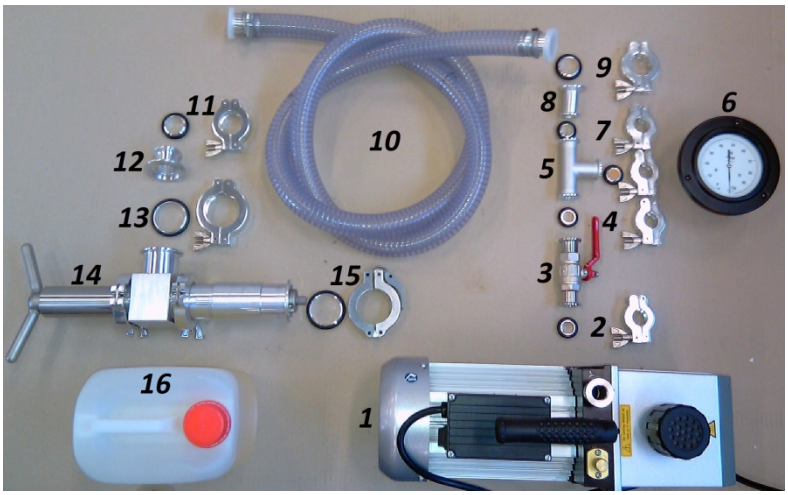

Abb. 22: Service-Kit zur Überprüfung des Vakuums
Für die Überprüfung des Vakuums ist ein Service-Kit notwendig, das die in Abb. 22 dargestellten Komponenten aufweist.
4. Den Evakuierungsadapter mit dem Vakuumflansch der eCoo 2.0 mittels 40 KF Spann- und Zentrierring (siehe auch Abb. 22 auf Seite 89) verbinden.